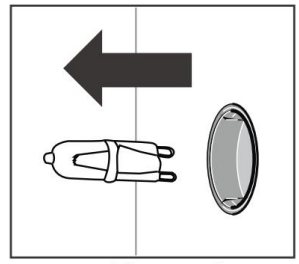

Figure 6
3.Remove the light and replace it with the same type.(Figure 6)